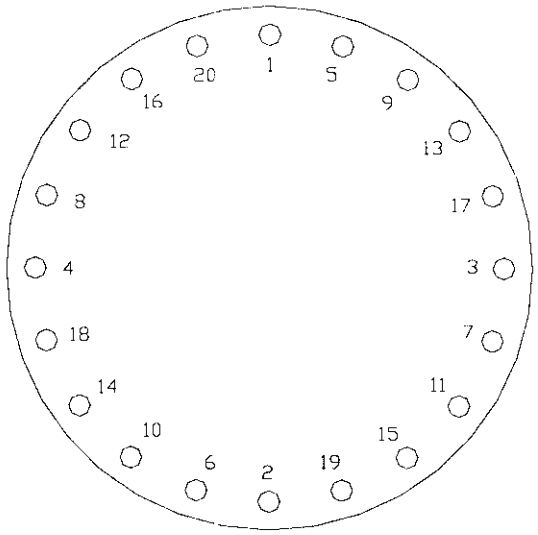

Figure 1.24 Tightening sequence for the 20 Conflat bolts.
1.24 On the power lead flange, number the Conflat bolt holes 1 through 20 as indicated by Figure 1.24.